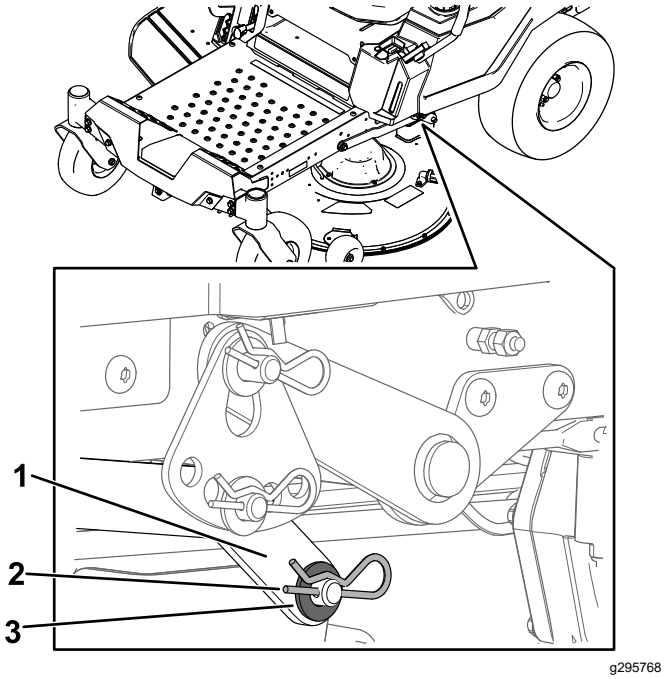

Figur 73
7. Ta bort brickan och hårnålssprinten från däcksprinten på ena sidan av maskinen (Figur 73).
8. Ta bort lyftarmen från däcksprinten (Figur 73).
5. Lyft den bakre delen av klippdäcket och montera lyftarmen på däcksprinten på ena sidan av maskinen (Figur 73).
6. Installera lyftarmen med hjälp av brickan och hårnålssprinten (Figur 73).